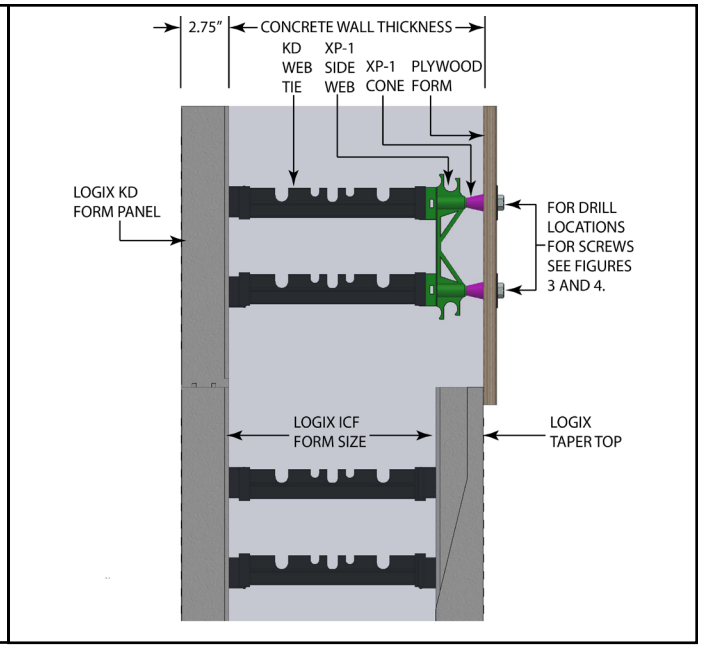

Figure 2 - Flush with ICF Option
2. Or exposed concrete flush to Logix ICF form panels (see Figure 2).
Table 2: Flush with ICF Option (refer to Figure 2)
Table 4: R-Values for Flush with ICF Option (refer to Figure 2)